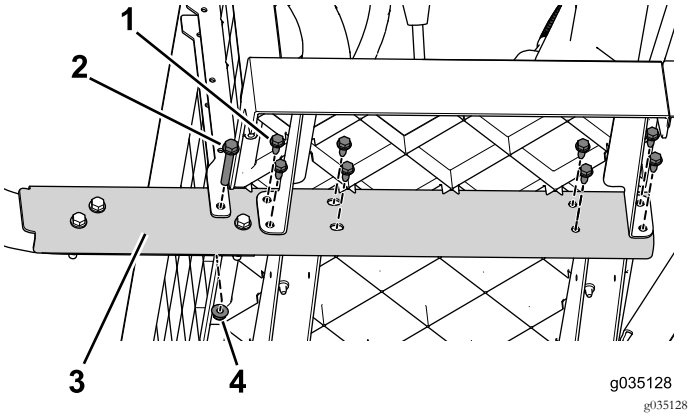

Figur 64
3. Fjern de flangebolte (3/8 x 2-1/2 tomme) og møtrikker, der fastgør længdevangen på maskinen (Figur 64). Gør dette på begge sider af maskinen.
4. Arbejd dig fra for- til bagenden og fjern flangeboltene (5/16 x 3/4 tomme), der fastgør længdevangen på maskinen (Figur 64). Gør dette på begge sider af maskinen.